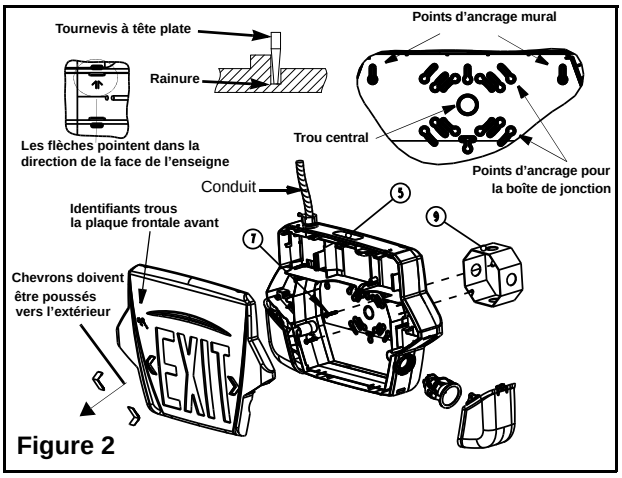
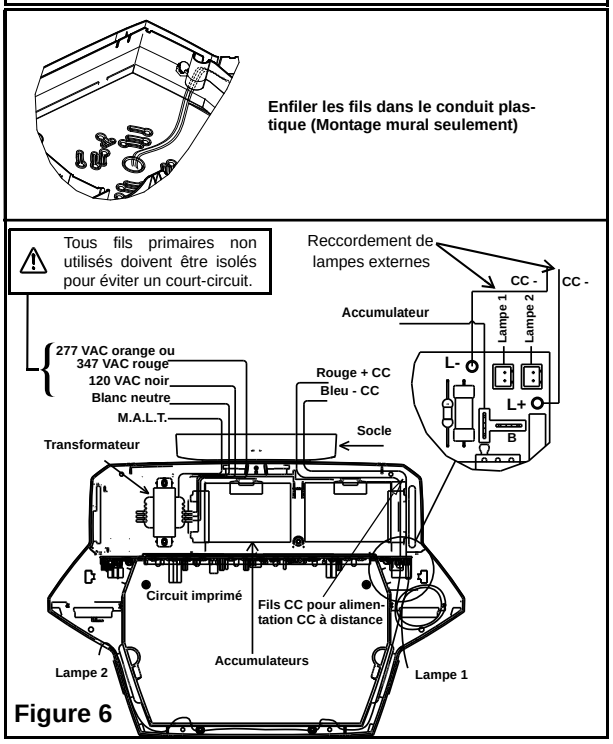

Figure 2
Figure 6
3. Retirer les vis de fixation de la face (certains modèles seulement). Retirer la face de l'enseigne à l'aide d'une pièce de monnaie ou d'un tournevis dans le haut ou le bas de la face. Les flèches sur le boîtier de l'enseigne pointent vers la face de l'enseigne (voir fig. 2).
4. Déterminer la position de montage (mur ou plafond). Remarque: il faut utiliser un socle(6) pour un montage au plafond.
Aucun socle n'est requis. Retirer le(s) accumulateur(s) avec les fils. À l'aide d'un tournevis à tête plate, défoncer les trous appropriés sur le dos de l'enseigne, incluant le trou central, pour le montage sur la boîte de jonction ainsi que pour les deux "points d'ancrage mural" (voir fig. 2). Préparer deux points d'ancrage au mur en ligne avec les "points d'ancrage mural". Passer les fils d'alimentation CA (ainsi que les fils CC pour lampes externes selon le besoin) en contournant l'intérieur du boîtier, à travers le conduit de plastique et finalement par le trou au centre du dos de l'enseigne et effectuer les connections nécessaires (voir étape 5 et fig.6). Pousser l'excédent de fils dans la boîte de jonction et fixer le dos de l'enseigne au mur aux "points d'encrage mural" à l'aide des vis de fixation mural(16) et ensuite à la boîte de jonction à l'aide des vis de la boîte de jonction(7). Passer à l'étape 6.
Défoncer le trou pour recevoir le conduit sur le boîtier central (voir fig. 2). Suivre les instructions pour le "Montage mural" et effectuer les connections nécessaires.
> ⚠ Tous fils primaires non utilisés doivent être isolés pour éviter un court-circuit (voir fig.6.)
7. Enlever la ou les flèche(s) amovible(s) de la face de l'enseigne. En tenant celle-ci à l'aide de vos deux mains, pousser la flèche directionnelle vers l' extérieur à l'aide de votre pouce. (voir fig. 2). Vous allez devoir soulever le diffuseur pour effectuer cette tâche.
8. Brancher les accumulateurs (connection "B" sur le circuit imprimé (voir fig. 6)).
9. Raccordement pour lampe(s) externe(s) : Enfiler les fils externes dans l'unité et raccorder aux fils internes à l'aide des Marrettes fournises (voir fig.6).
10. Réinstaller la ou les face(s) de l'enseigne. Serrer les vis (certains modèles seulement). Note: La plaque frontal avec trous doit être installée sur le côte avant(voir fig.2).